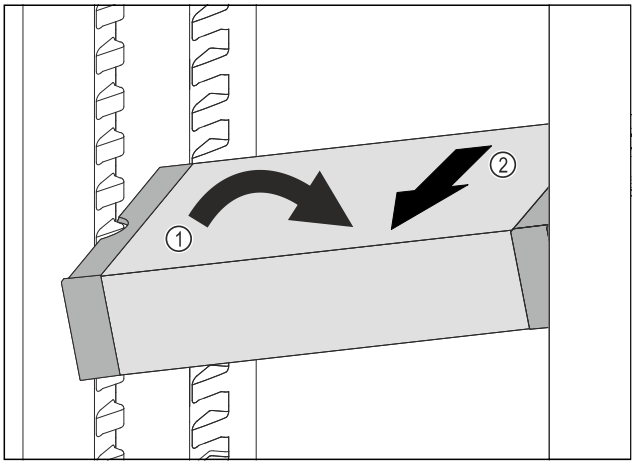

Fig. 183
▶ Poziționați oblic VarioSafe în frigider. *Fig. 183 (1)*
▶ Extrageți VarioSafe spre înainte. *Fig. 183 (2)*